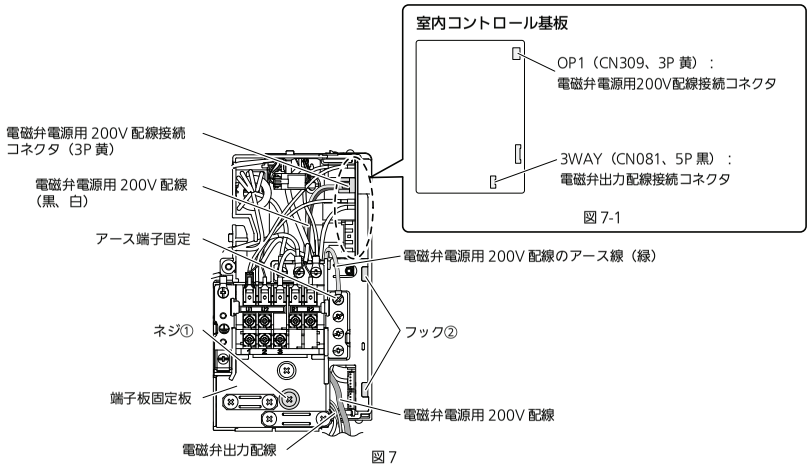

図 7
- 端子板固定板のネジ①をはずし、フック②を右側に引いてはずしてください。（図 7）
- 室内コントロール基板を押し込み、電磁弁電源用 200V 配線（黒・白）は端子板固定板の下を通してください。その後、端子台固定板を取り付けます。（図 7）
- 電磁弁出力基板の電磁弁電源用 200 V 配線のアース線（緑）をアース端子にネジ固定します。（図 7）